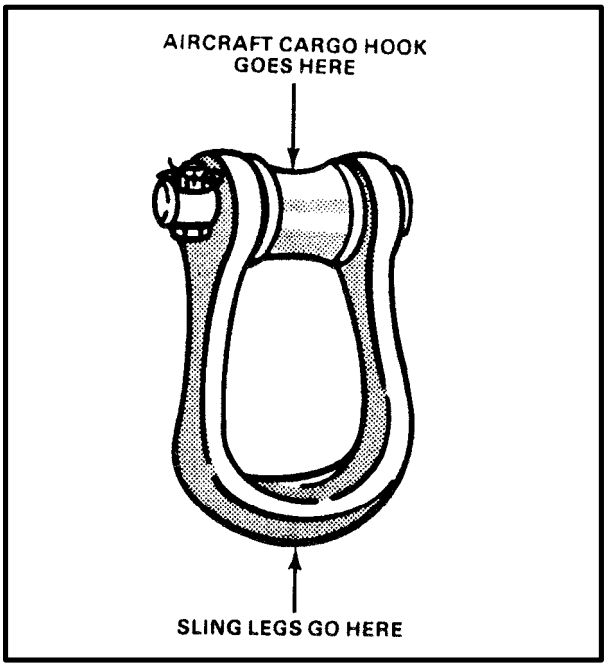

*Figure 6-2. Apex Fitting Components*
**a. Apex Fitting.** The metal apex fitting (Figure 6-2) gathers the sling legs and attaches the sling set to the helicopter hook. Each apex fitting consists of a clevis, pin, spacer, and castelated nut and cotter pin. The 10,000-pound capacity clevis is made of aluminum and uses a 1 1/8-inch diameter pin. The 25,000-pound capacity clevis is made of alloy steel and is fitted with a 1 1/2-inch diameter pin.